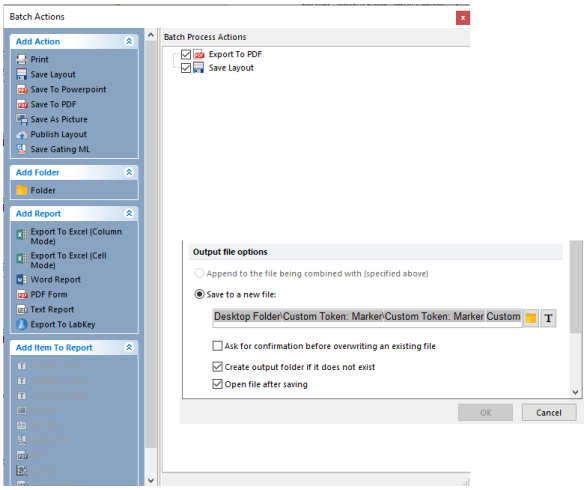

*Figure 8 - Batch Process Actions window and partial view of action window to display output file options.*
12.) Click on the **Batch** tab→**Batch Actions.** Double click on each action and confirm the location for exports to be saved for any actions selected is correct (*Figure 8*).